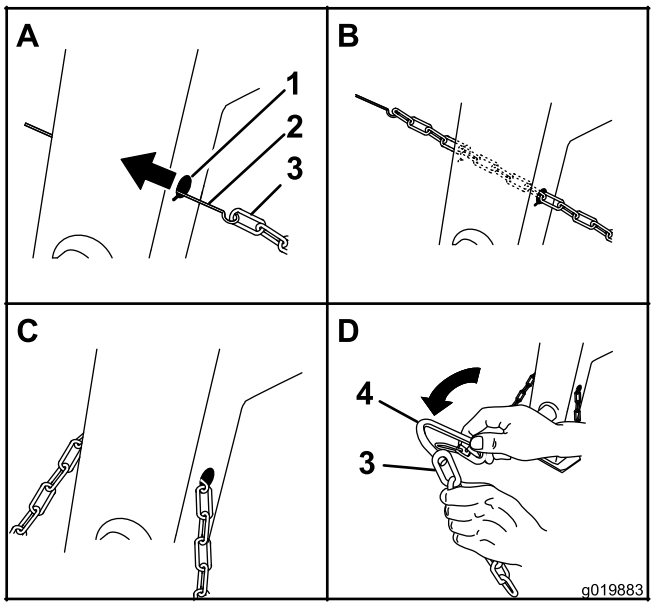

Figure 4
1. Formez un crochet au bout d'une tige flexible ou d'un fil de fer rigide (non fourni), et insérez-le dans les trous allongés du montant avant de la machine (Figure 4).
2. Attachez la chaîne de sécurité à la tige ou au fil métallique (Figure 4).
3. Tirez la tige ou le fil métallique et la chaîne de sécurité à travers les deux trous allongés (Figure 4).
1. Alignez le maillon d'attache sur le dernier maillon au bout de la chaîne de sécurité (Figure 4).
2. Insérez le maillon d'attache dans le maillon de la chaîne jusqu'à ce que le maillon d'attache se ferme avec un clic (Figure 4).